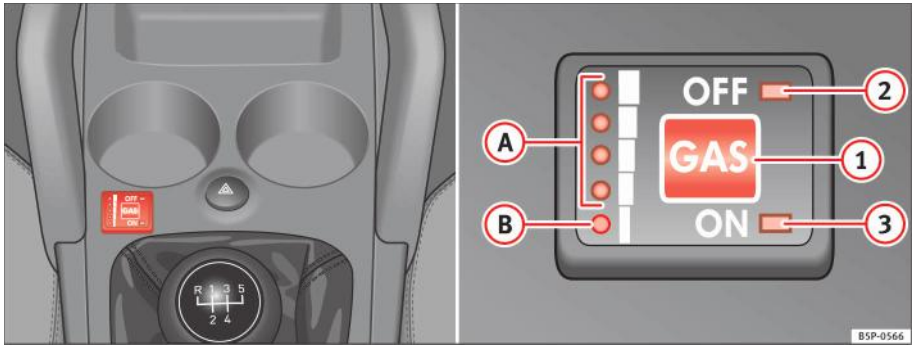

Fig. 36 Consola centrală: lămpile de avertizare şi comutatorul sistemului de gaz.
Nivelul de GPL din rezervor este indicat ce cele cinci lămpi de control ⇒ fig. 36 (A) şi (B). Acesta variază în funcţie de temperaturile exterioare.